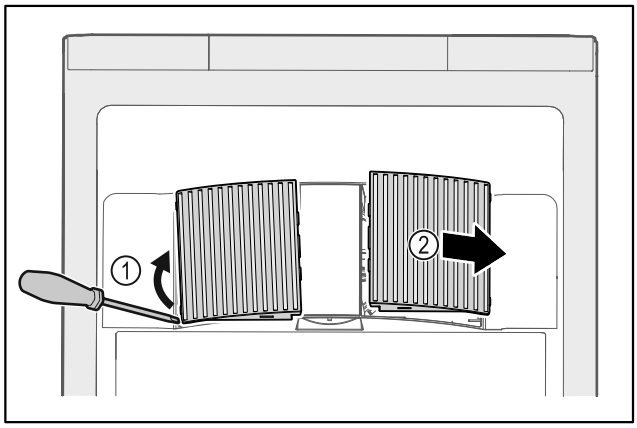

*Fig. 165*
- ▶ Scoateți cu grijă capacele ventilatoarelor de pe partea laterală *Fig. 165 (1)* și scoateți-le spre partea din față *Fig. 165 (2)*.